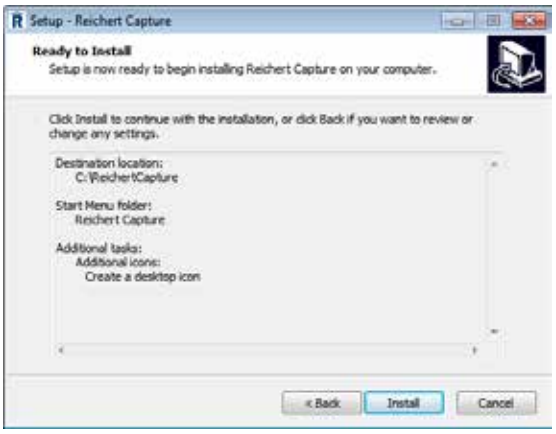

Figure IS-5, Install Program
5. Review the options selected and then select Install to install the software, or select Back to go back to change any of the previous selections. Refer to Figure IS-5.